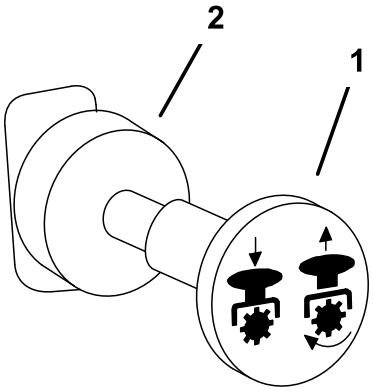

Figuur 16
1. Schakel de aftakas uit, zet de schakelhendels in de vergrendelde neutraalstand en stel de parkeerrem in werking (Figuur 16).
4. Trek de aftakasschakelaar uit om de aftakas in te schakelen (Figuur 16).
Om de aftakas uit te schakelen, zet u de aftakasschakelaar op **UIT** (Figuur 16).